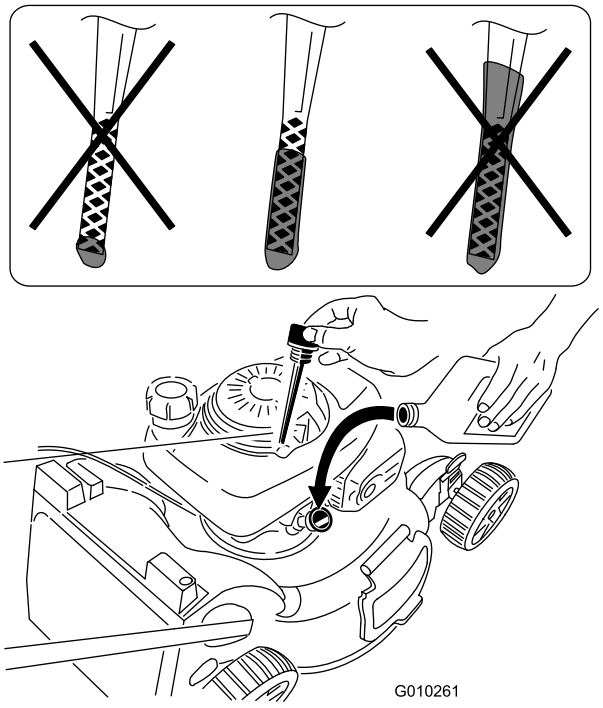

Figur 40
12. Tag målepinden ud, og kontroller oliestanden på målepinden (Figur 40).
- Hvis oliestanden er for høj, skal overskydende olie aftappes, indtil oliestanden er korrekt, som vist i Figur 40